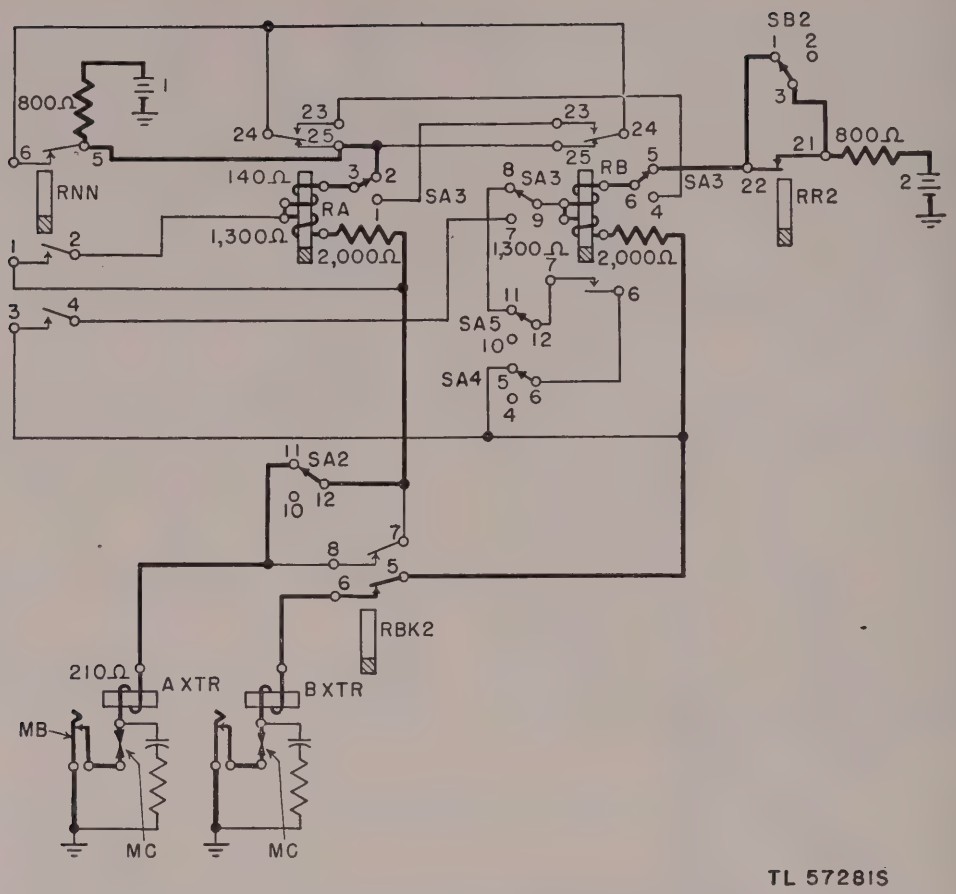

Figure 43. Pretransmission circuit, energization of RA and RB relays, split operation.
b. Split Operation (fig. 43). When switch SA is thrown to the SPLIT position, it connects the winding of relay RA directly to the 800-ohm battery tap resistance through SA3–2/3, and at the same time switches the winding of relay RB to a second 800-ohm battery tap resistance through SA3–5/6. Therefore RA and RB may be operated independently of each other.
c. Single Operation (fig. 43). When switch SB is thrown to the SINGLE position (changing SB2–1/3 to SB2–2/3), it removes the short across contacts RR2–22/21. Therefore, if switches SA and SB are in the SPLIT and SINGLE positions respectively, transmitter control relay RB cannot be energized while feed-out control relay RR2 remains operated. (In fig. 43, relay RR2 is shown in the nonoperated condition.)